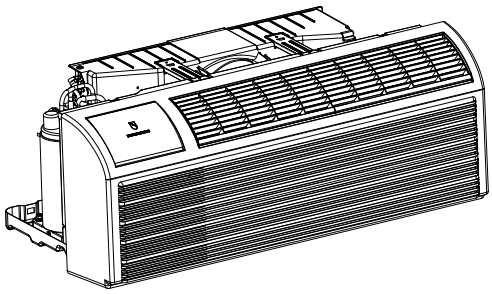

Fig.C.5.2.1–Shipping Tape Location
1.Carefully remove shipping tape from the front panel and vent door.See Fig. C.5.2.1